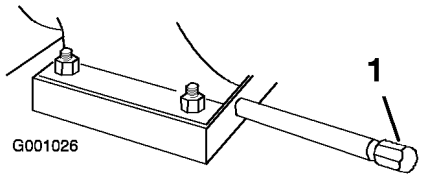

Figur 50
1. Rengjør området rundt oljetappepluggen (Figur 50).